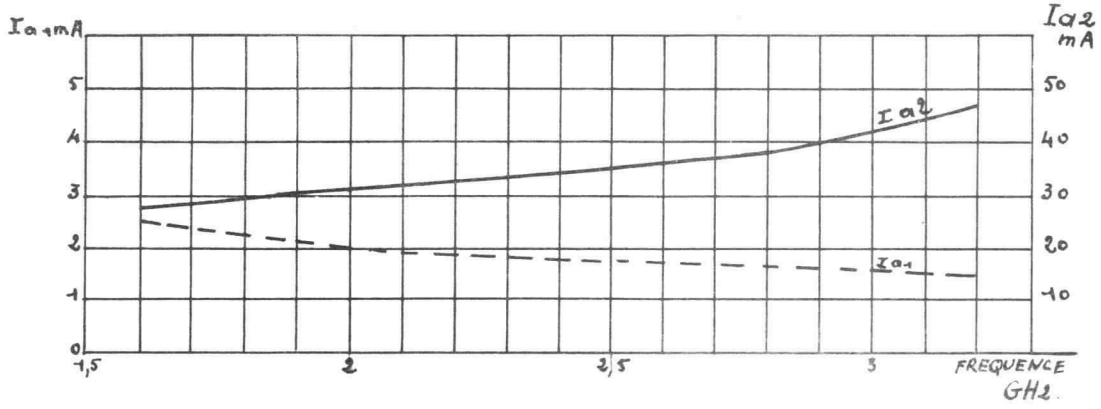

Figure 11
- La figure 11 donne un exemple de variation des courants Ia2 et Ia1 en fonction de la fréquence, Va1 restant constant et Vg égal à 0.